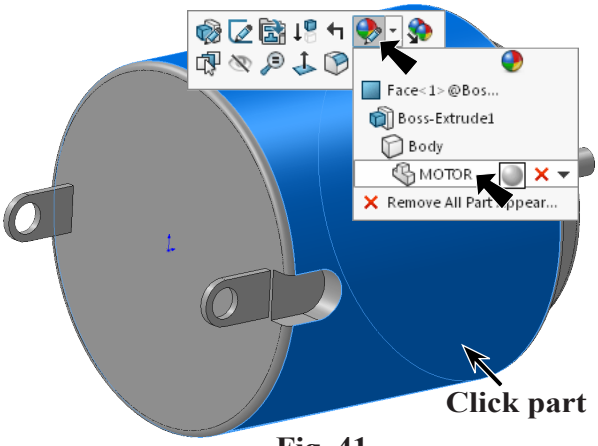

Fig. 41
Step 1. Click the Motor to select the part, click **Appearances Callout** on the context toolbar and click **Motor**, **Fig. 41**.